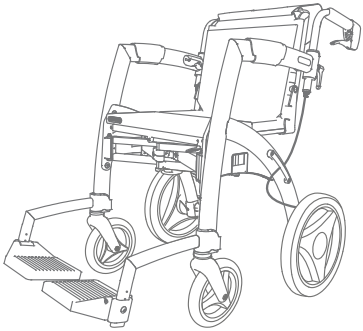

Figure 40: Transport chair is ready to use.
f. The transport chair is now ready for use **(Figure 40)**.
a. Turn the Rollz Motion into a transport chair **(Figure 40)** and remove the footrests from the transport chair package bag.